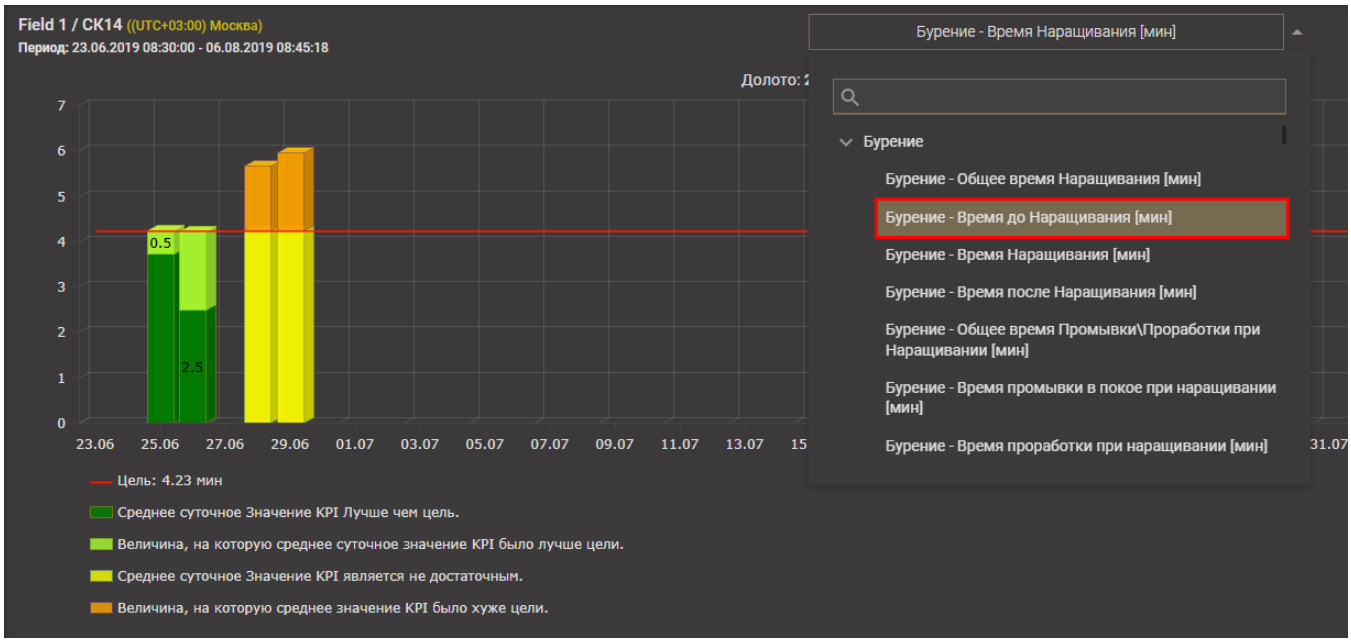

Рис. 2.58
1) Выбрать показатель эффективности, который будет представлен на диаграмме. Для этого следует раскрыть выпадающий список и выбрать нужный показатель (рис. 2.58).